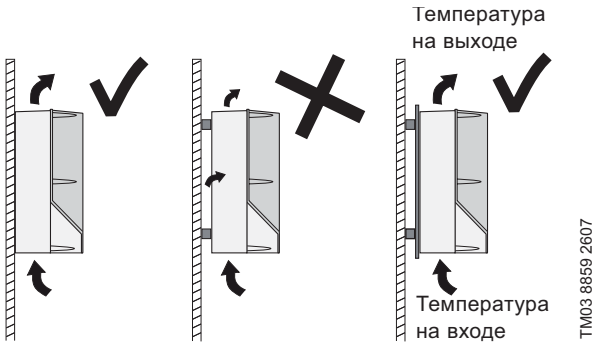

Рис. 35 Вешайте устройство CUE непосредственно на стену или устанавливайте на пластину
- Вешайте устройство CUE непосредственно на стену или устанавливайте на пластину (см. рис. 35).
△T – разность между максимальной температурой охлаждающего воздуха на выходе из CUE и температурой окружающей среды на входе (см. рис. 35).